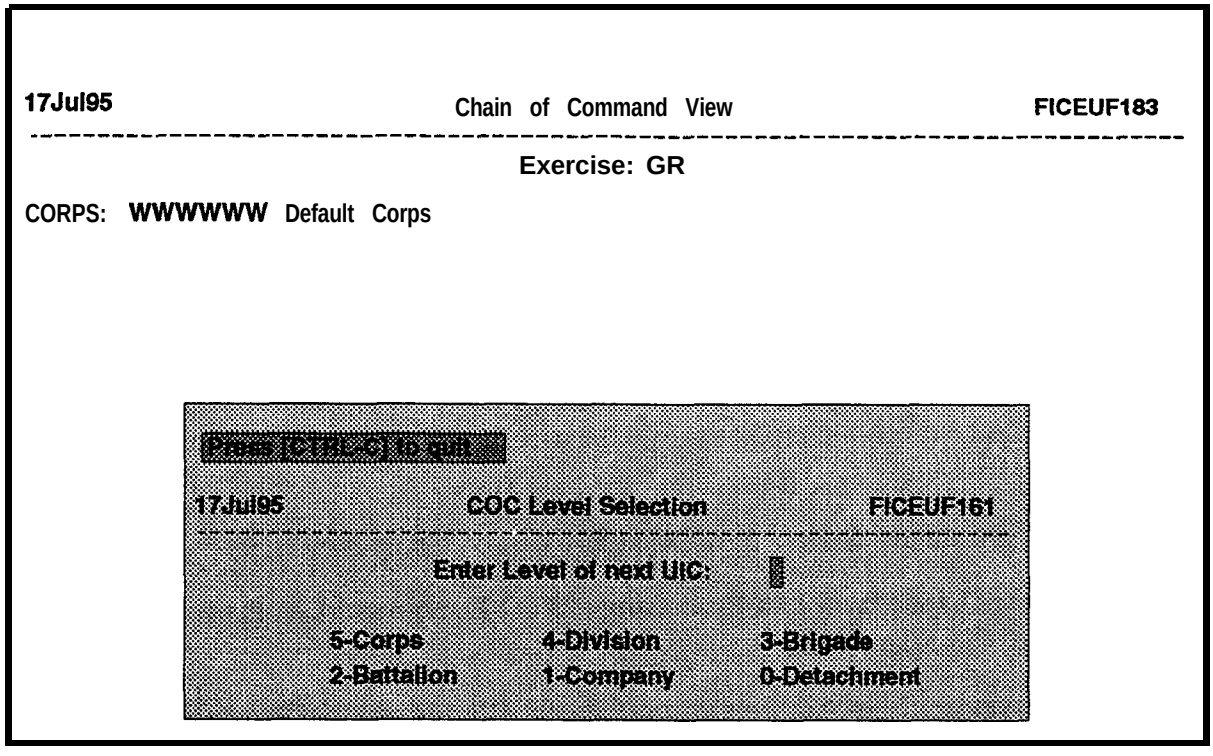

Figure 6-18. Chain of Command Level Selection Window for the View Chain of Command Option
e. Select **View** from the Chain of Command menu. The COC Level Selection window will be displayed as shown in Figure 6-18, with a prompt to Enter Level of next UIC.
(1) If the level selected has more than one UIC associated with it, the UIC Select window will be displayed with a list of all UICs at the selected level. Highlight the **UIC** to be selected and press **ESC.**